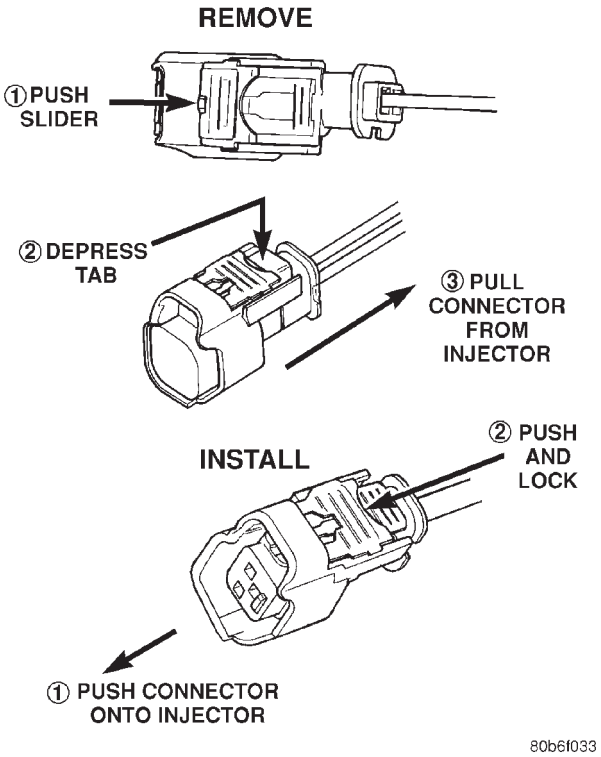

Fig. 26 Remove/Install Fuel Injector Connector
(6) Disconnect electrical connectors at all fuel injectors. To remove connector refer to (Fig. 26). Push red colored slider away from injector (1). While pushing slider, depress tab (2) and remove connector (3) from injector. The factory fuel injection wiring harness is numerically tagged (INJ 1, INJ 2, etc.) for injector position identification. If harness is not tagged, note wiring location before removal.
(5) Push the **right** fuel rail down until fuel injectors have bottomed on injector shoulder. Push the **left** fuel rail down until fuel injectors have bottomed on injector shoulder.
(6) Install fuel rail mounting bolts.
(7) Connect electrical connector to intake manifold air temperature sensor.
(8) Connect electrical connectors at all fuel injectors. To install connector, refer to (Fig. 26). Push connector onto injector (1) and then push and lock red colored slider (2). Verify connector is locked to injector by lightly tugging on connector.
(9) Install the A/C support bracket (if equipped).
(10) Install throttle body to intake manifold. Refer to Throttle Body installation in this section of the group.
(11) Install fuel tube (line) at side of fuel rail. Refer to Quick-Connect Fittings for procedures.
(12) Install air cleaner.
(13) Connect battery cable to battery.
(14) Start engine and check for leaks.